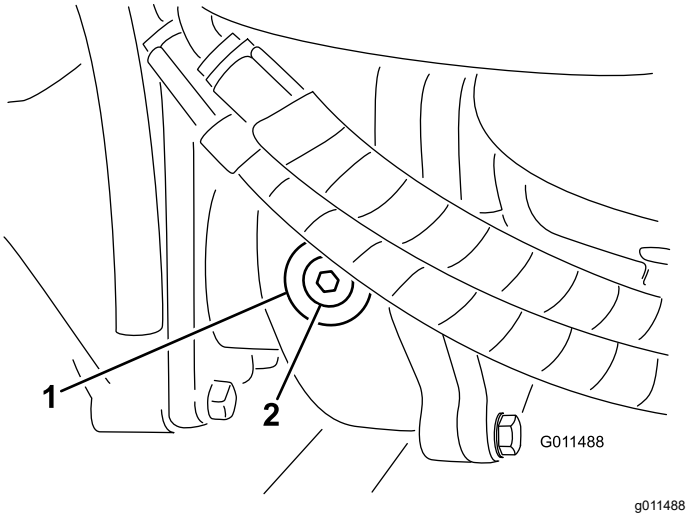

**Рисунок 108**
2. Снимите заливную/контрольную пробку с левой стороны редуктора (Рисунок 108) и убедитесь, что смазка доходит до низа отверстия. Если уровень масла низкий, долейте столько масла, чтобы довести его уровень до низа отверстия.